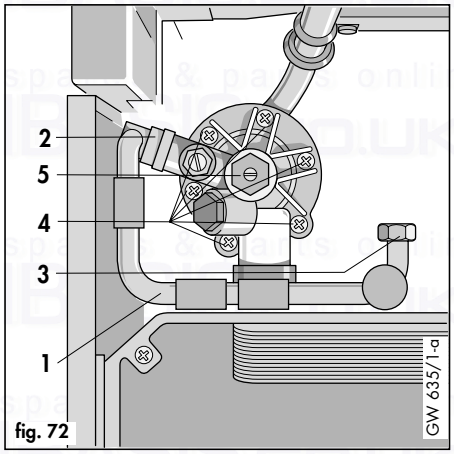

fig. 72
- Undo union (3, fig. 72).
- Carefully pull diverter valve and cold water inlet pipe away from DHW heat exchanger Lift valve and cold water inlet pipe (1, fig. 72) out of boiler.
7.15.1 Replacement of water section diaphragm (fig. 72).
- Remove clip (2), undo union (3)
- Remove 6 screws (4).